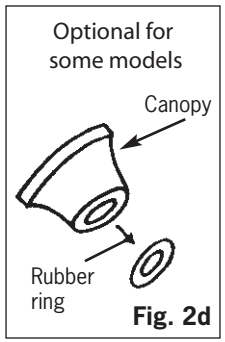

Fig. 2d
- Optional for some models -Remove rubber ring from canopy (see Fig. 2d)